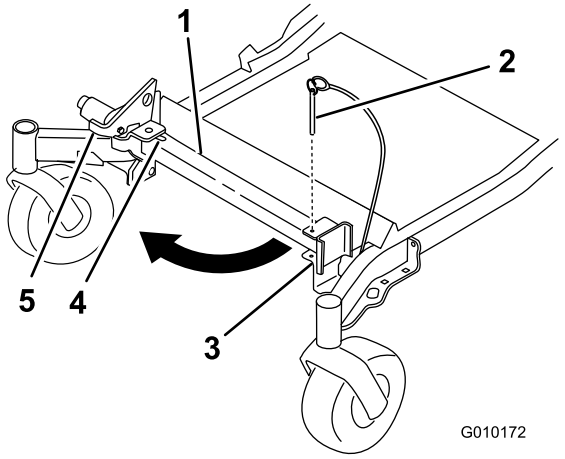
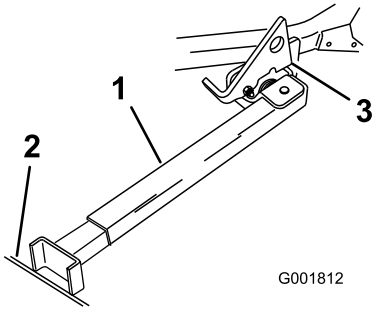

Figur 38
Figur 39
2. Fjern beslagpinden (Figur 38).
3. Hæv klinken. Sving standens fod ud fortil, og skub standen mod maskinen, ind nederst i rillen (Figur 38 og Figur 39).
4. Placer standen fod på jorden, og lad klinken hvile på drejetappen (Figur 39).
Bemærk: Det bedste resultat opnås, hvis standens fod placeres i en revne i fortovet eller i plænen (Figur 39).
6. Kør op på standen. Stands, når klinken falder over tappen i låst position (Figur 39). Aktiver parkeringsbremsen, og sluk motoren, når maskinen er oppe på standen.
5. Sæt den tilbage til hvileposition (Figur 38).